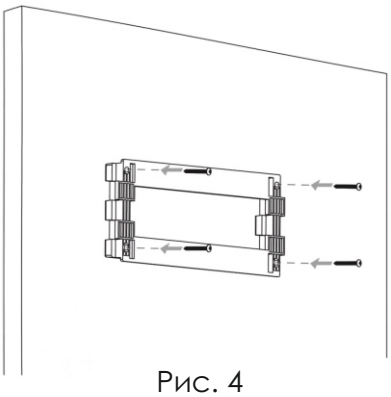

Рис. 4
- Установите монтажные кронштейны с помощью прилагаемого винта. Убедитесь, что они плотно закреплены, чтобы не было никакого движения в креплениях. См. (рис. 4)